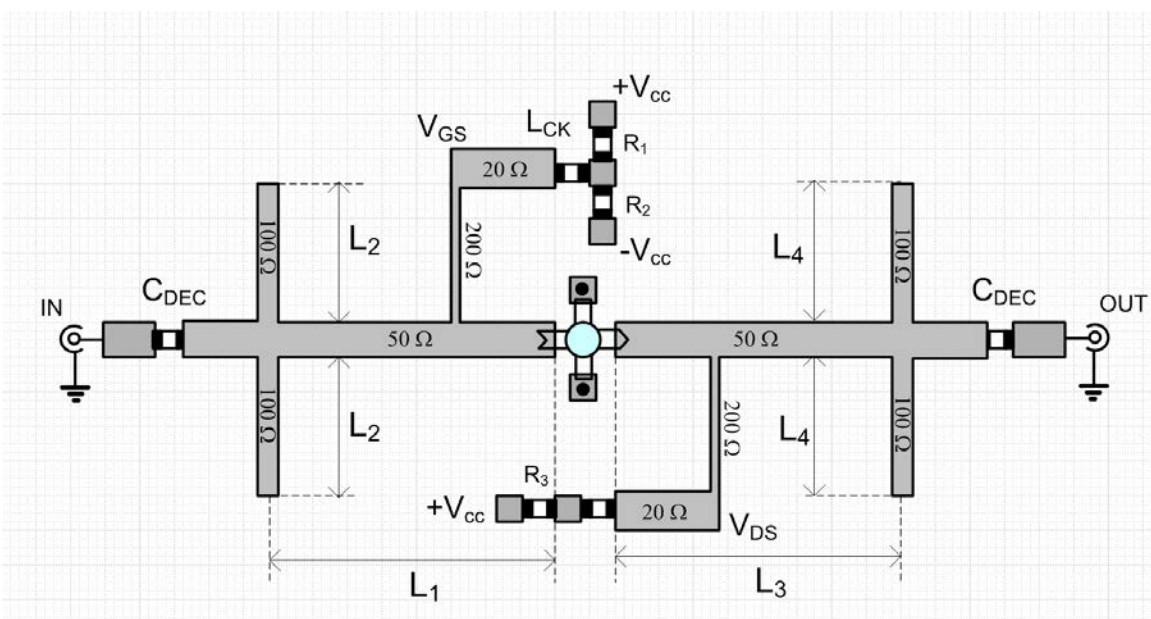

Fig.1 Amplifier final layout (not too scale)
9) Use two separate Smith's charts to design the input and output, matching networks. Use balanced open stubs having characteristic impedance of 100Ω in combination with transmission line (as in Fig.1) to design the matching circuit.